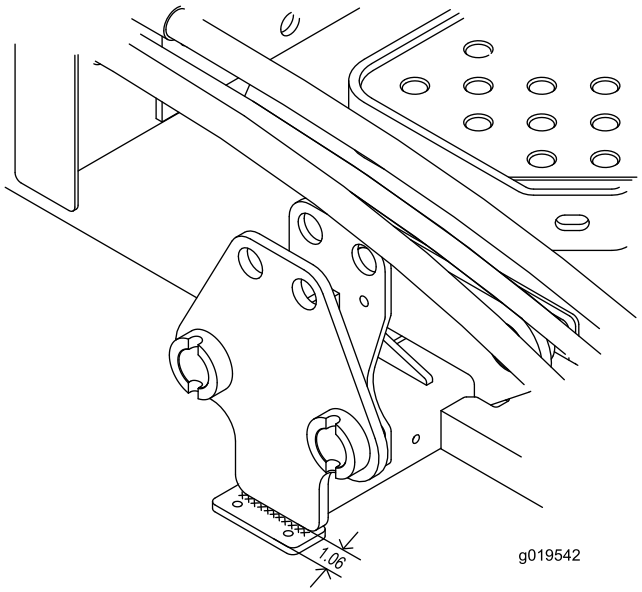

図 4
1. キャリアフレーム・プレートの1枚に、バンパーブラケットをセットする；ブラケットの前側のエッジとプレートとの距離が27ｍｍになるようにしてプレートの中央部にバンパーがくるようにセットする（図 4）。穴が前向きになるように取り付けること。
2. バンパーブラケットをキャリアフレーム・プレートに固定する；1/4インチ× 2-1/2インチの溶接片を使用する（図 4）。